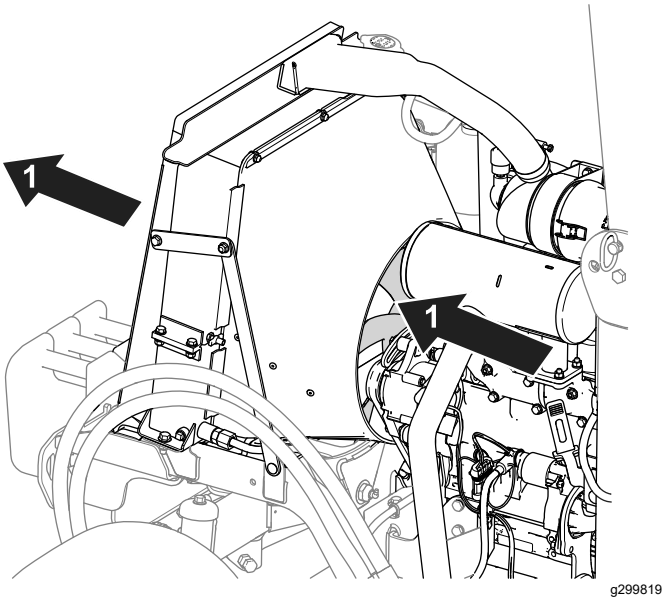

Figura 74
- Utilice aire comprimido para limpiar las aletas del radiador. Dirija el chorro de aire hacia fuera de la máquina (Figura 74).